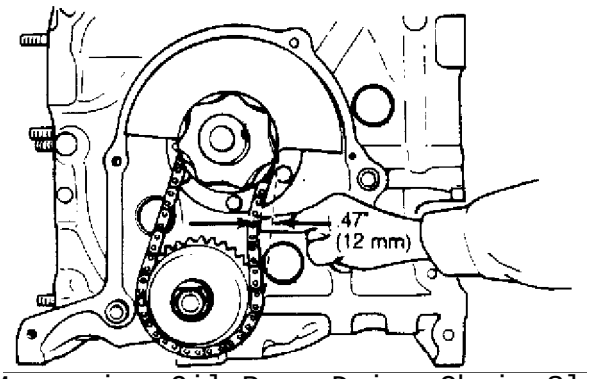

Fig. 29: Measuring Oil Pump Drive Chain Slack
2) Check oil pump drive chain slack by pressing finger against chain. See Fig. 29 Chain slack measurement should not exceed .47" (12 mm). If the slack exceeds the limit, replace drive chain.
1) Remove front engine cover. Check oil pump drive chain slack by pressing finger against chain and measuring slack. If measurement exceeds .47" (12 mm), replace drive chain. See Fig. 29.